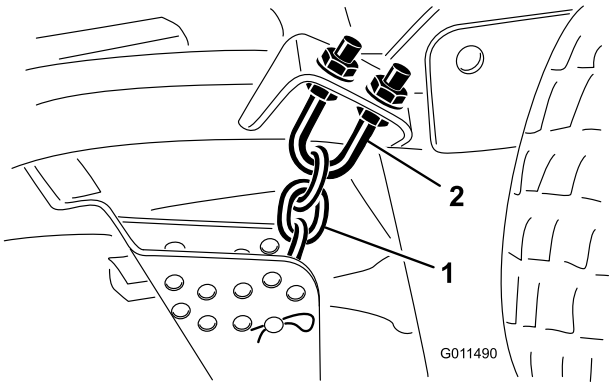

Figur 76
1. Lossa kontramuttrarna överst eller underst på klipphöjdskedjans U-bult (Figur 76).